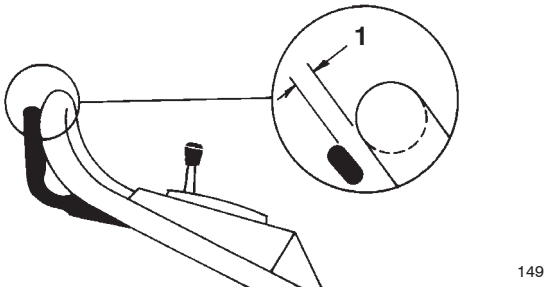

Figure 18
5. Lift the control bar until you feel some resistance. The control bar should be 1-1/2 inches (4 cm) from the handle when it is properly adjusted (Fig. 18).